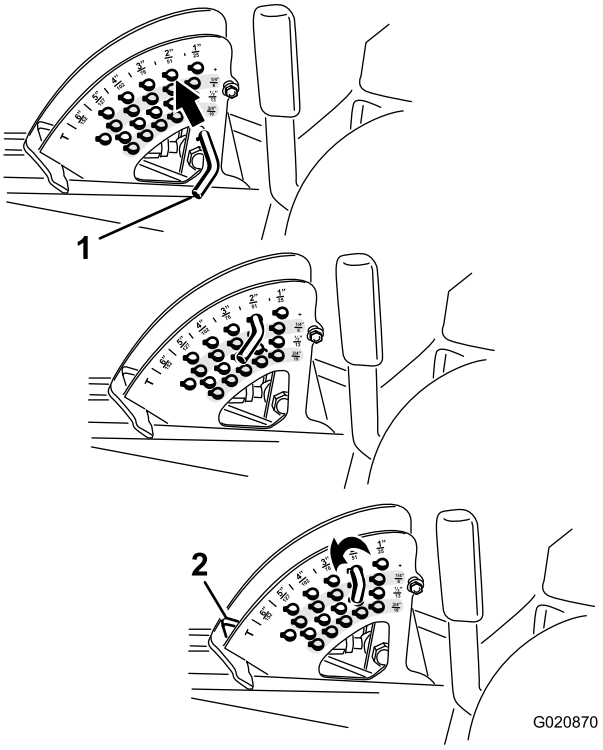

Rysunek 27
2. Obracaj sworzeń blokady, aż znajdujący się w nim sworzeń obrotu zrówna się ze szczelinami w otworach we wsporniku wysokości koszenia, a następnie go wyjmij (Rysunek 27).
3. Wybierz otwór we wsporniku wysokości koszenia odpowiadający żądanej wysokości koszenia, wsuń sworzeń i obróć go w dół do zablokowania na miejscu (Rysunek 27).
Informacja: Istnieją 4 rzędy otworów (Rysunek 27). Górny rząd zapewnia wysokość koszenia podaną nad sworzniem. Drugi rząd zapewnia podaną wysokość plus 6 mm. Trzeci rząd zapewnia podaną wysokość plus 12 mm. Dolny rząd zapewnia podaną wysokość plus 18 mm. Dla położenia 15,8 cm jest tylko 1 otwór znajdujący się w drugim rzędzie. Nie powoduje on dodania 6 mm do położenia 15,8 cm.